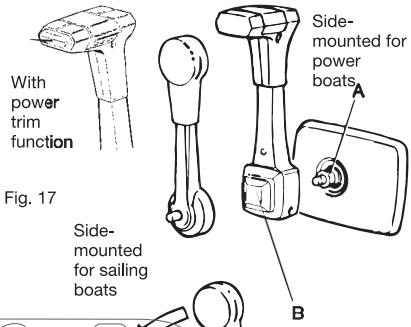

Fig. 17
• Grease the shaft splines(A fig. 17) sparingly and install the lever.
• Move the lever to engaged gear position. Push the neutral position button (B fig. 17 & 18) firmly in place.